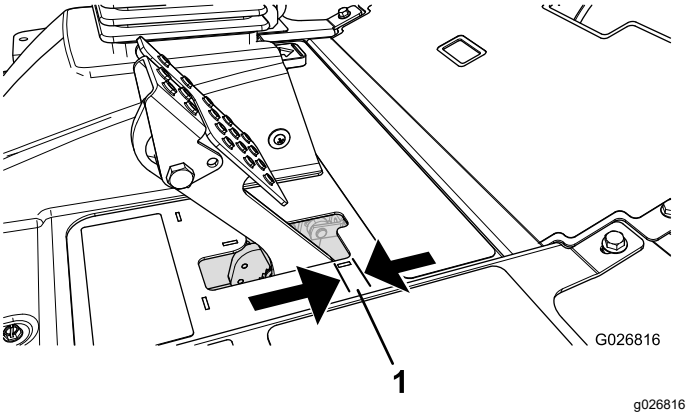

Figuur 95
Stel de remmen af als het rempedaal meer dan 25 mm speling heeft, of als er meer remkracht nodig is (Figuur 95). Met speling wordt de afstand bedoeld die het rempedaal wordt ingetrapt voordat er remweerstand wordt gevoeld.
2. Draai de achterste moer vast om de kabel naar achteren te halen totdat de rempedalen 0,63 tot 1,27 cm speling hebben voordat het wiel blokkeert (Figuur 95).